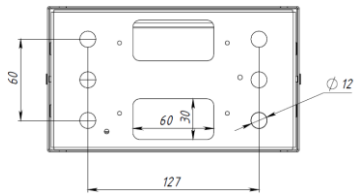

Рисунок 5. Посадочные отверстия на корпусе.
5.3. Подготовьте отверстия на монтируемой поверхности для установки светильника согласно отверстиям в корпусе (рисунок 5).
5.6. Смонтируйте светильник на поверхности при помощи отверстий в корпусе светильника (см. рисунок 5). Следите чтобы кабель не остался зажат между элементами конструкции светильника и монтажной поверхностью.